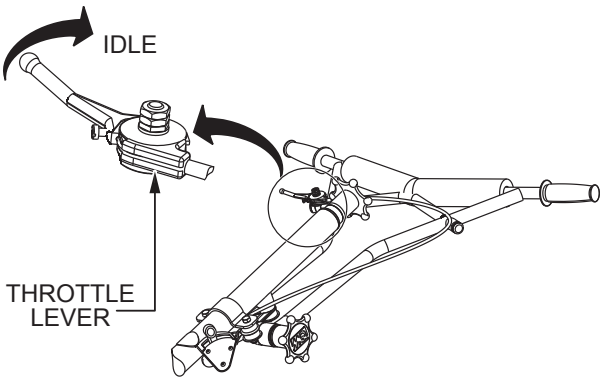

Figure 36. Handlebar Throttle Lever (IDLE)
1. Place the handlebar throttle lever in the **IDLE** position (Figure 36).